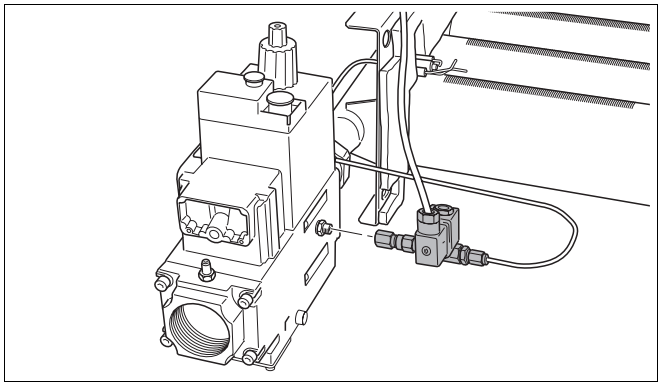

Rys. 43 Montaż przewodu zapłonowego
- Zamontować przewód zapłonowy do armatury gazowej (rys. 43).